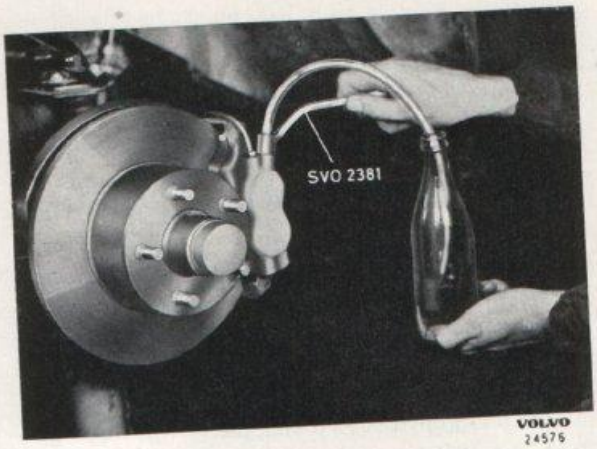

Bild 7-28. Luftning
2. Gör ren luftningsnippeln. Träd på nyckel SVO 2381 med slang på luftningsnippeln och låt slangens andra ända hänga ned i vätskan i ett uppsamlingskärl, se bild 7-28.